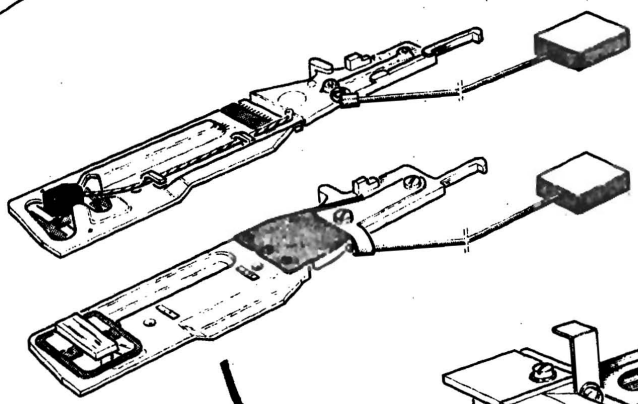

Figure 7-38
5.18 HEADS (figure 7-38) See 5.21 for headcrash procedure